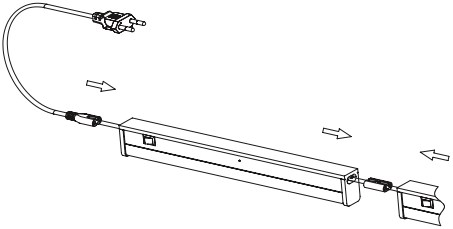

Рисунок 3
4.2 Подключение светильника (рисунок 3):
4.3 Конструкцией светильника предусмотрено шлейфовое соединение светильников в ряд (рисунок 3). Максимальное количество подключаемых светильников ДБО 3001, ДБО 3002, ДБО 3003 – 20 шт., светильников ДБО 3004 – 10 шт.